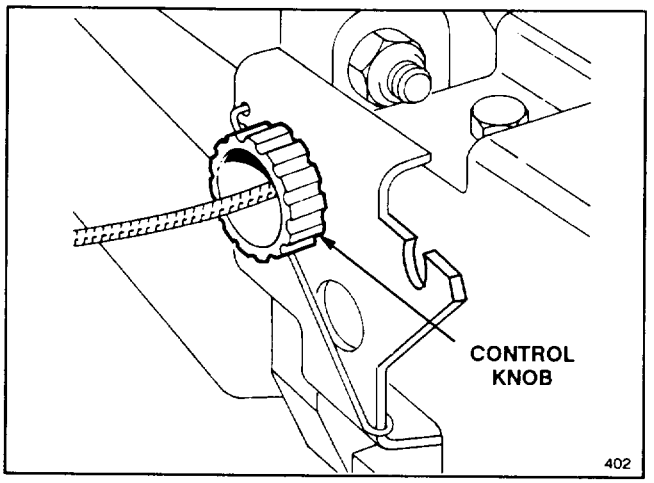

**Figure 18**
**1.** ADJUSTMENT (Fig. 18)—Rotate control knob clockwise 1/2 turn if mower does not self–propel. If mower creeps forward, rotate knob 1/2 turn counterclockwise to loosen belt.